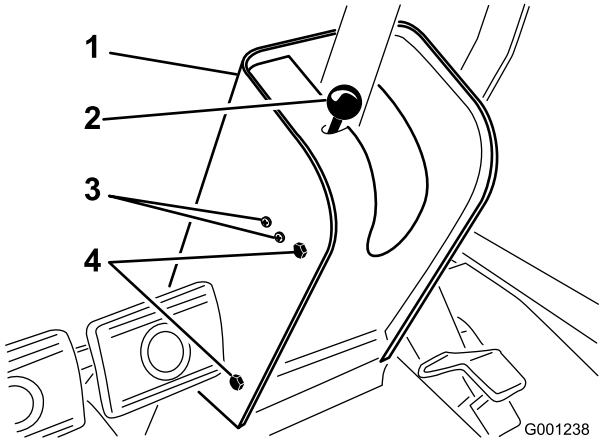

**Figur 60**
2. Fjern knappen fra stangen til parkeringsbremsen og skruerne fra ratstammekappen (Figur 60).
4. Løsn de skruer og møtrikker, der fastholder kontakten til parkeringsbremsen i venstre side af ratstammen (Figur 60).